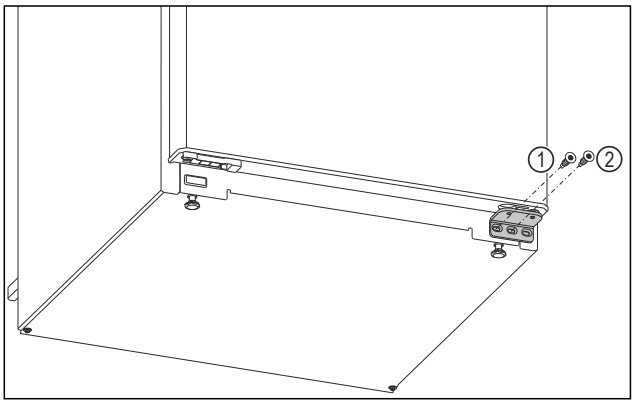

Fig. 4
▶ Kierrä alemmassa laakerijalustassa sisempi ruuvi ulos Torx 20 -ruuvimeisselillä. *Fig. 4 (1)*
▶ Kierrä alemmassa laakerijalustassa keskimmäinen ruuvi ulos Torx 20 -ruuvimeisselillä. *Fig. 4 (2)*